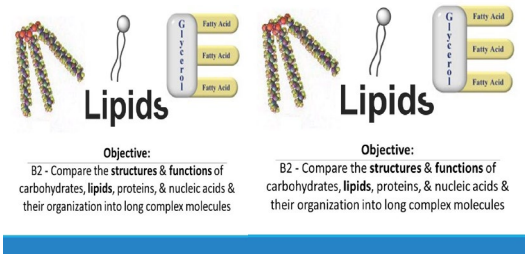

Figure 4.4: Simple Lipid - Triglyceride
Glycerol consists of *three* carbon atoms; each bonded to a hydroxyl (OH) group and hydrogen atoms. See ***Figure 4.2 (a)***. For instance, triglycerides have one glycerol backbone attached to three fatty acid chains, as shown in ***Figure 4.4***.